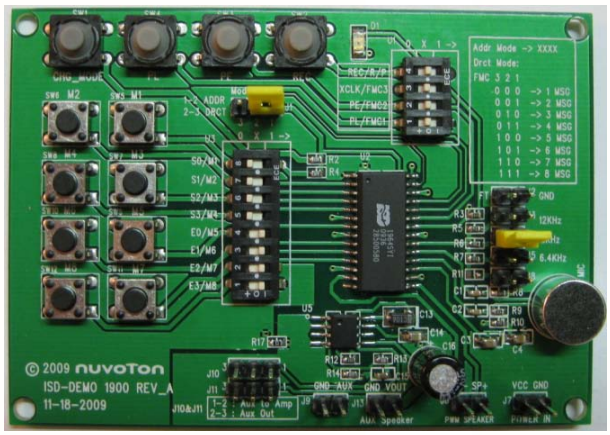

Figure 4 – Address Mode Settings
- Address Mode jumper/switches settings (shown in Figure 4):
- Install jumper to choose sampling frequency. In Figure 4, 8 KHz sampling frequency is chosen.